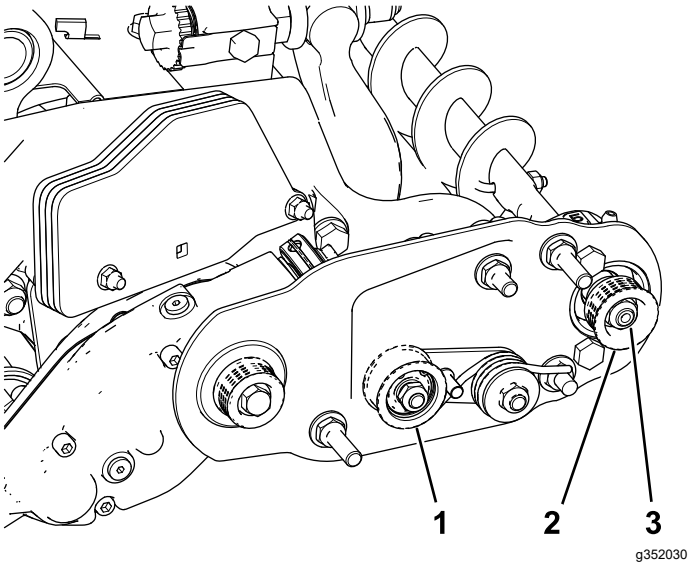

Рисунок 24
Примечание: Ведомый шкив (на валу щетки катка) можно переместить внутрь или наружу (Рисунок 24).
2. Вращая барабан, который будет вращать ведущий шкив, снимите с помощью рычага ремень с ведущего шкива (Рисунок 24).
3. Отверните контргайку крепления ведомого шкива к валу щетки (Рисунок 24 или Рисунок 25).